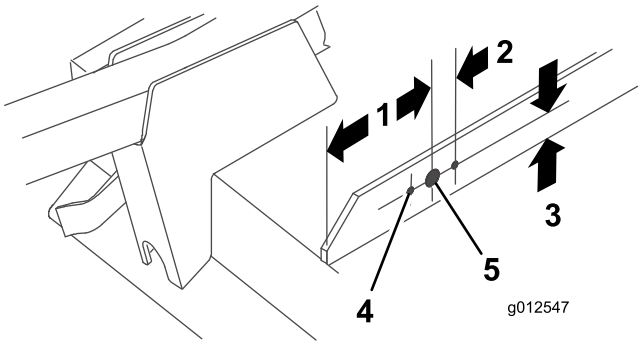

Figura 19
2. Utilizando as dimensões indicadas em Figura 19, localize, marque e faça um furo com 13/16 pol. de diâmetro e dois com 13/32 pol. de diâmetro na barra direita.